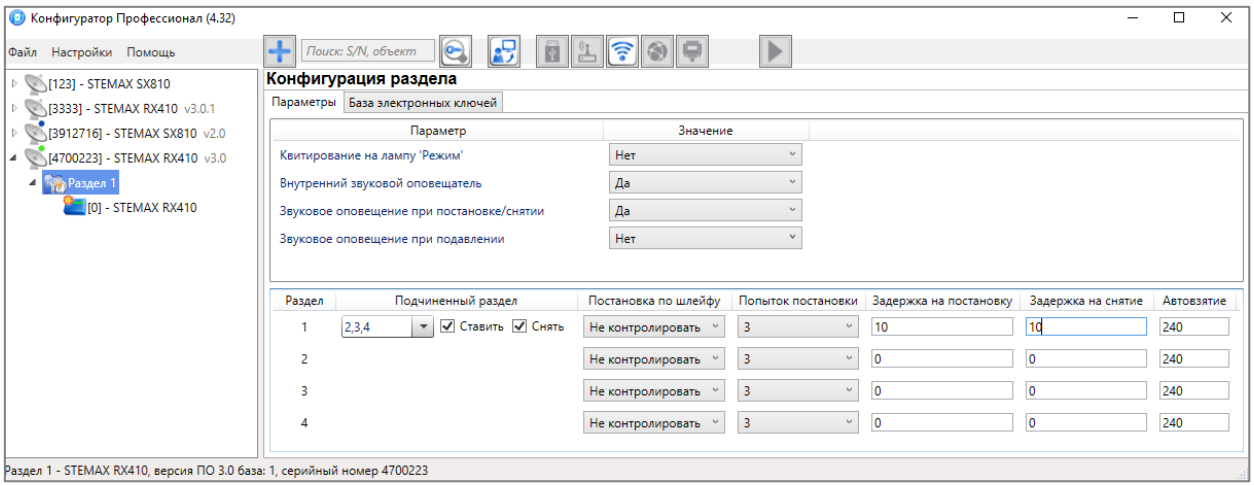

Рисунок 4.28 — Пример 2
**2** Первый раздел назначается главным, а все остальные — подчиненными ему на постановку и снятие. В таком случае при постановке на охрану главного раздела все подчиненные разделы будет автоматически синхронно ставиться на охрану. При снятии с охраны главного раздела все подчиненные разделы будет автоматически синхронно сниматься с охраны. Настройка, соответствующая этому примеру, показана на иллюстрации (см. рисунок 4.28).